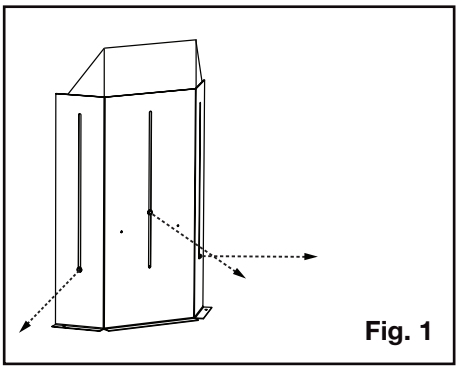

Fig. 1
1. Unscrew the fasteners on the vent shield assembly. DO NOT DISCARD FASTENERS **(Figure 1)**.